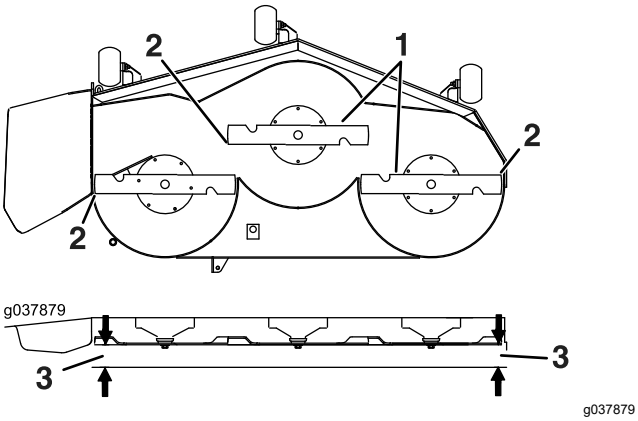

Bild 81
6. Messen Sie den Abstand zwischen der Messerspitze und der ebenen Oberfläche (Bild 81). Wenn beide Messwerte nicht innerhalb von 5 mm liegen, stellen Sie die Nivellierung ein; fahren Sie mit diesen Schritten fort.
14. Drehen Sie die Schnittmesser vorsichtig von einer Seite zur anderen (Bild 81).